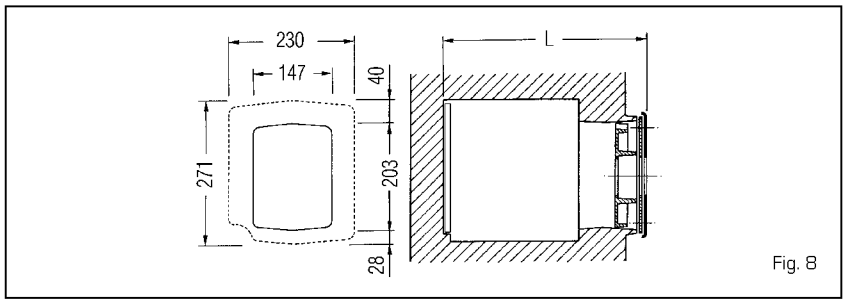

Fig. 8
3.1 DIMENSIONS DE LA CHAMBRE DE COMBUSTION (fig. 8)
Les dimensions sont indiquées fig. 8.